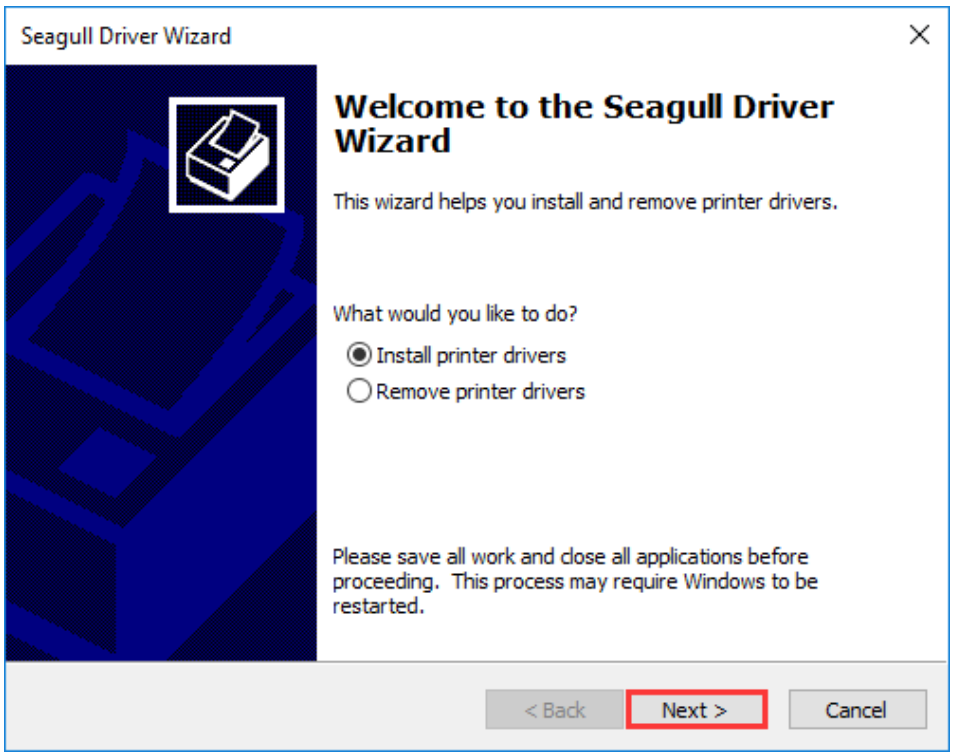

Figure 2-19 Seagull Driver Wizard Screen
6. On the "Seagull Driver Wizard" screen, select "Install printer drivers", and then click "Next", as shown in Figure 2-19.